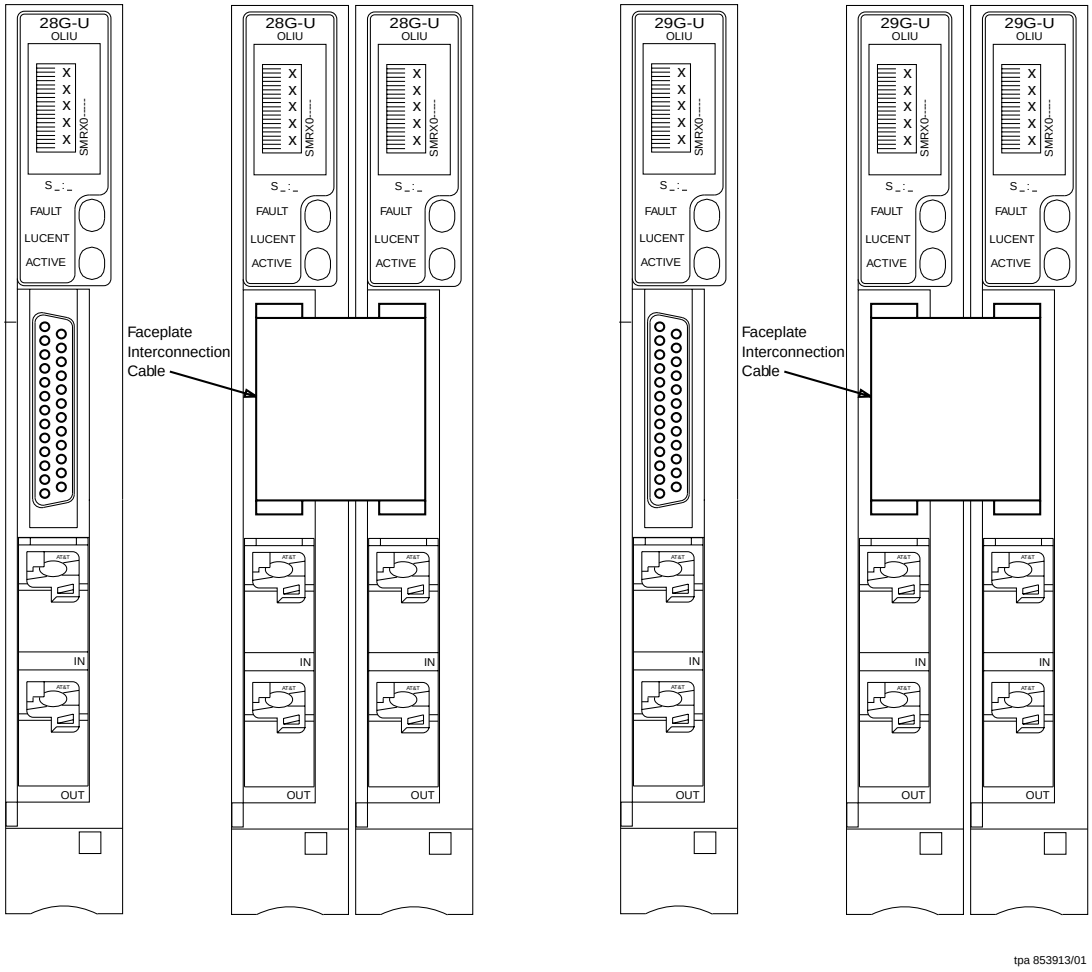

Figure 1. 28-Type and 29-Type OLIU Circuit Pack — 28-Type and 29-Type OLIU Pair with Faceplate Interconnect Cable Assembly [comcode (847721271)]
13. Connect the faceplate connector (ribbon cable) (Figure 1) between **28/29-Type OLIU**s in the **MAIN-1** and **MAIN-2** slots.